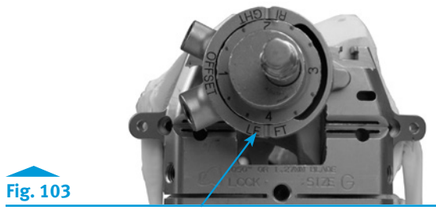

Fig. 103
- Note the orientation of the bushing by observing the numbers and marks on the bushing relative to the etched line on the posterior face of the adapter **(Fig. 103)**.
Note: This reading will be used to set the provisional and the offset stem rotations (Fig. 103).